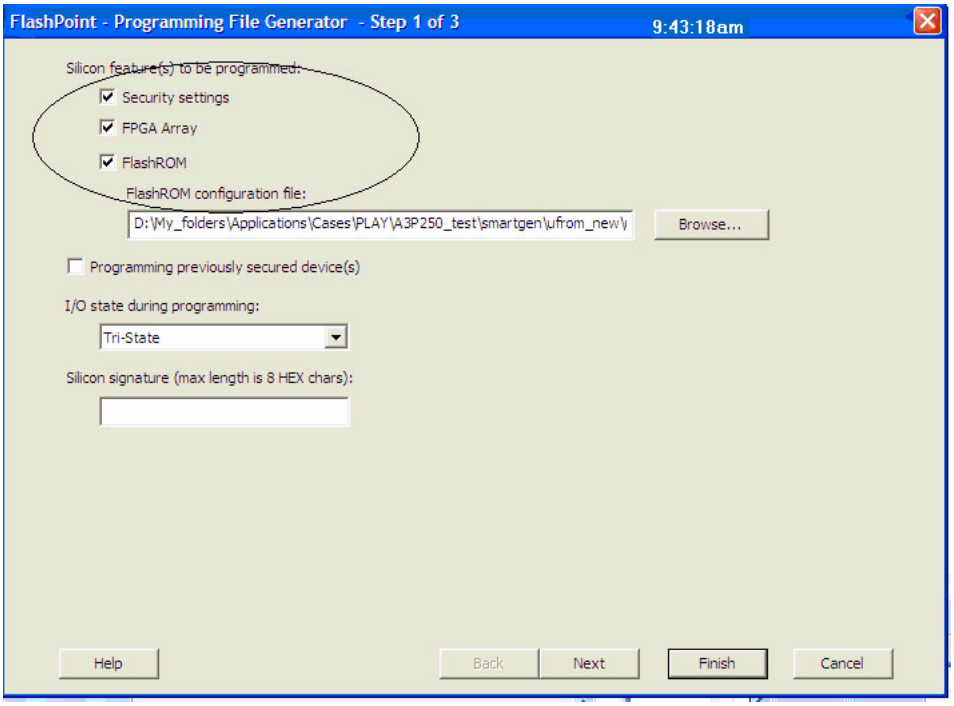
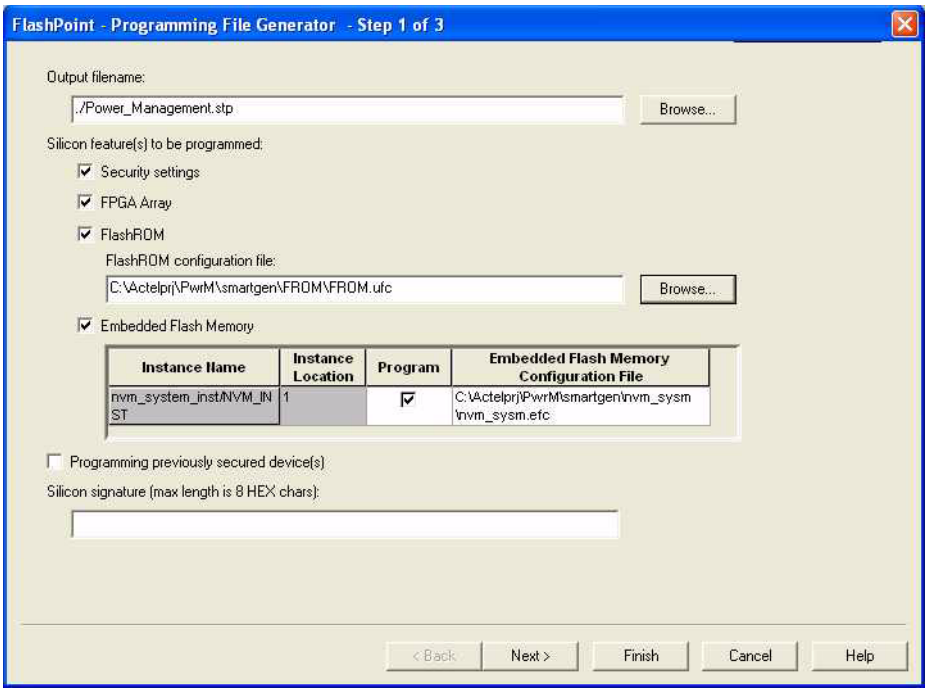
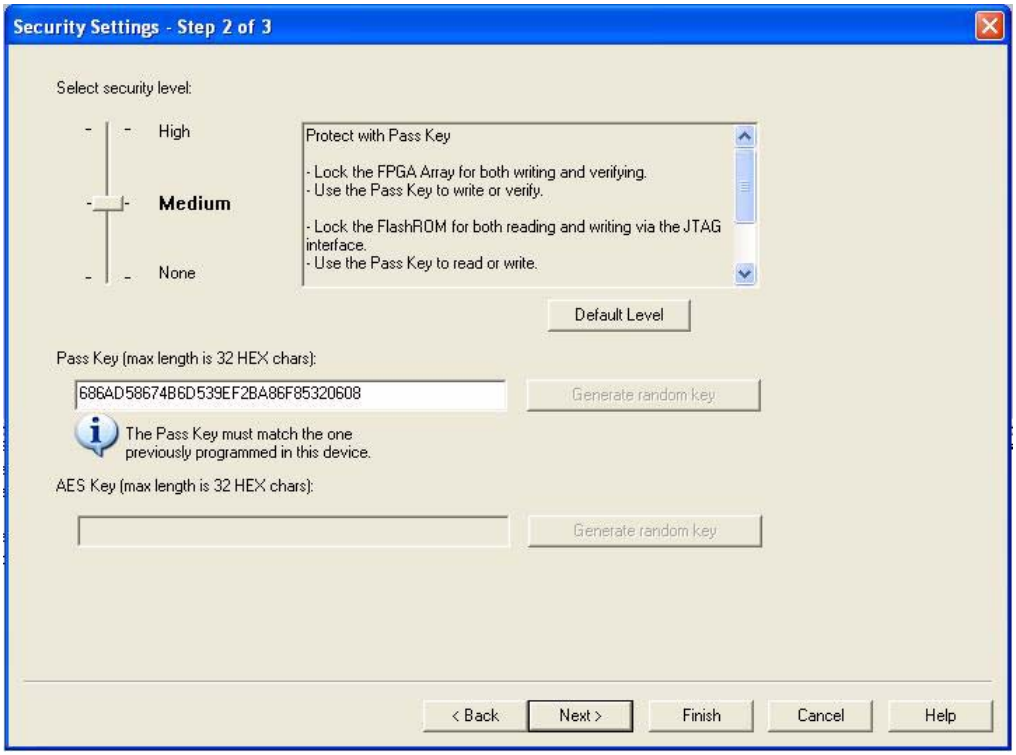

Figure 13-10 • **All Silicon Features Checked for IGLOO and ProASIC3 Devices**
Figure 13-11 • **All Silicon Features Checked for Fusion**
Figure 13-19 **• FlashLock Pass Key, Previously Programmed Devices**
1. Select the **Silicon features to be programmed** (Security Settings, FPGA Array, FlashROM, Flash Memory Block), as shown in Figure 13-10 on page 13-14 and Figure 13-11 on page 13-14. Click **Next**.
Figure 13-10 on page 13-14 and Figure 13-11 on page 13-14 show the option **Programming previously secured device(s)**, which the user should select before proceeding. Upon going to the next step, the user will be notified that the same FlashLock Pass Key needs to be entered, as shown in Figure 13-19 on page 13-22.
It is important to note that when the security settings need to be updated, the user also needs to select the **Security settings** check box in Step 1, as shown in Figure 13-10 on page 13-14 and Figure 13-11 on page 13-14, to modify the security settings. The user must consider the following: